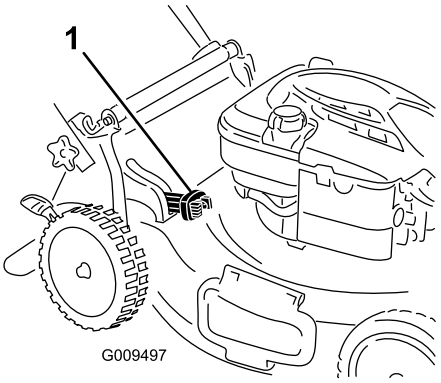

Bild 15
- Zum Sammeln des Schnittguts und Laubs drücken Sie die Taste am Hebel für den zuschaltbaren Fangkorb und bewegen den Hebel nach vorne, bis die Taste am Hebel herausspringt (Bild 15).